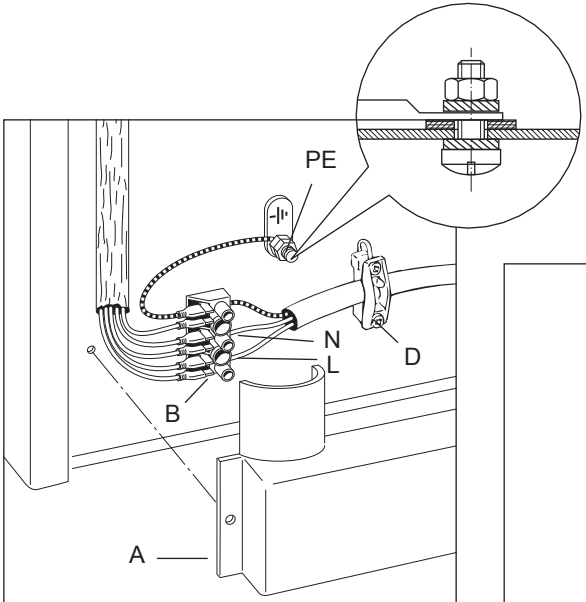

Fig. 11.1
- Remove the screw that holds shield “**A**” behind the cooker (fig. 11.1).